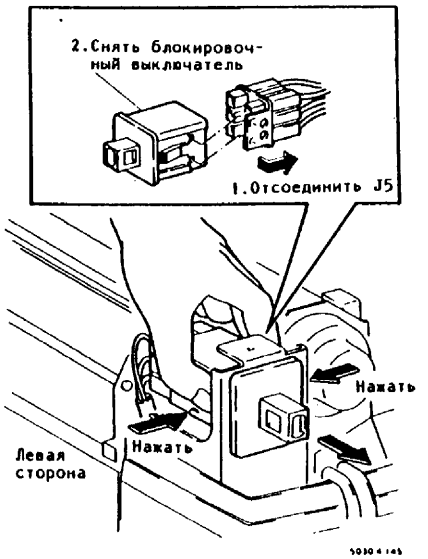

Рис.2. Снятие блокировочного выключателя
3. (Рис.1, Рис.2): Снять блокировочный выключатель.